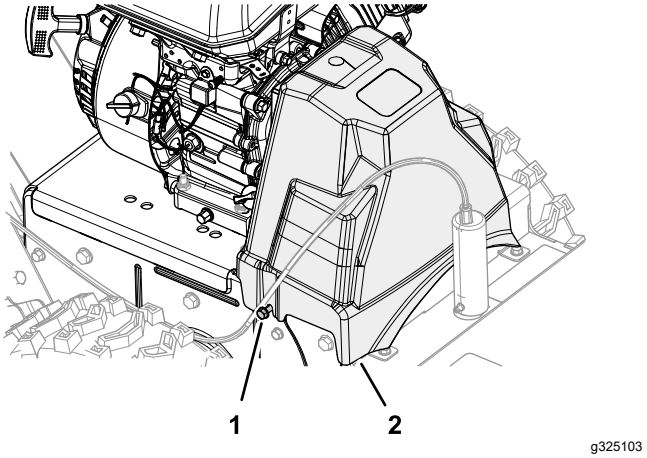

**Figur 42**
1. Løsn de 2 flangehovedskruer, der fastgør remskærmen til maskinen (Figur 42).